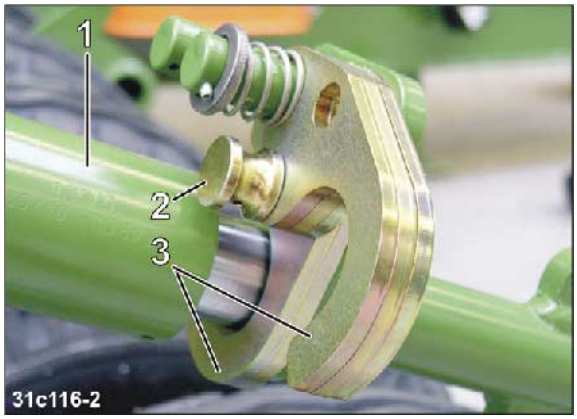

**Fig. 168**
2. Mettez les vérins hydrauliques (Fig. 168/1) en pression
3. Retirez l'axe (Fig. 168/2).
4. Réglez les butées (Fig. 168/3) en fonction de la profondeur de travail souhaitée (voir chap. "Profondeur de travail du cultivateur rotatif", en page 82).